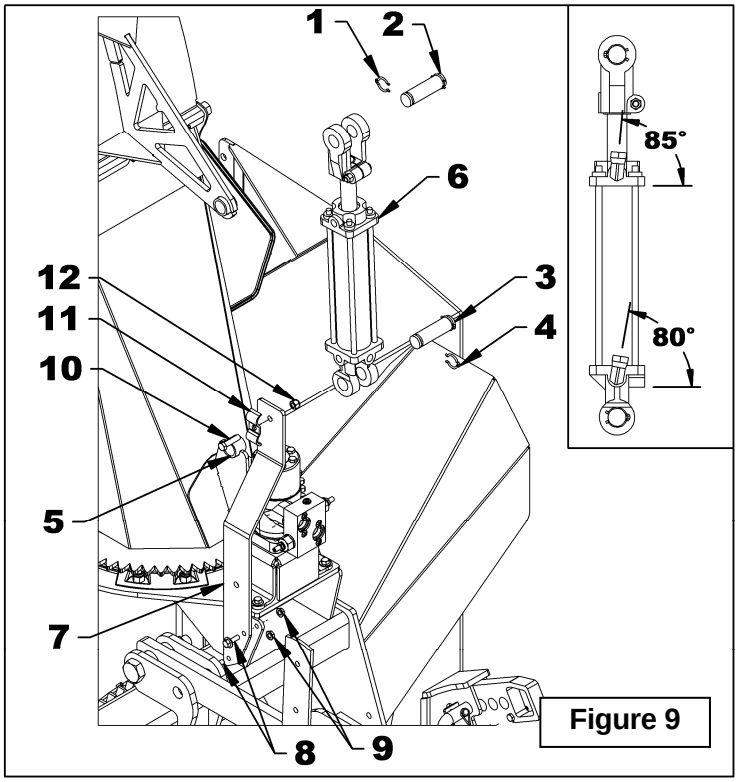

Figure 9
3. **Figure 9:** Remove a circlip (items 1-4) from each cylinder pin (items 2-3) and remove the pins. Placing the hydraulic ports in the position shown on figure, attach the fixed end of the cylinder (item 6) to the chute base (item 5) and the rod end to the deflector with the pins and circlips.
4. **Figure 9:** Install the male ends of the two elbow flow restrictors on the cylinder ports, pointing up the outputs and at the angles shown in figure.
7. **Figure 9:** Install the hose support (item 7) using two 5/16"NC x 1" serrated flange bolts and 5/16"NC serrated flange nuts (items 8-9).
8. **Figure 9:** Attach the hose clamp (item 11) with a 3/8"NC x 1 1/2" bolt and 3/8"NC nut (items 10 & 12). Do not tighten.